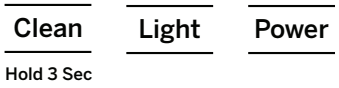

Figure 9
16. Une fois terminé, remettez le commutateur arrière à la position « Ice » (glace). Voir la figure 9.